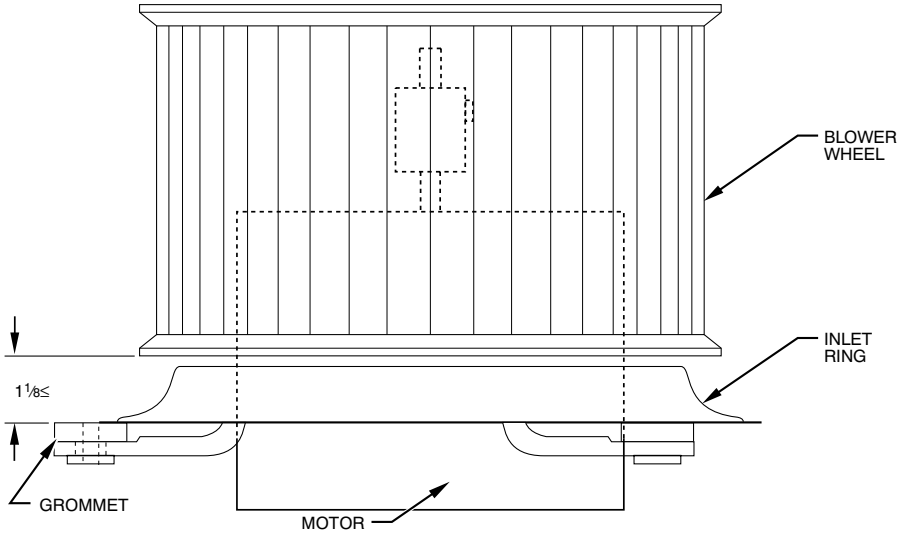

**Fig. 24 – Motor, Inlet Ring, and Blower Wheel Assembly**
**NOTE:** If previous shaft was not marked or if replacing previous motor, set blower wheel position by sliding blower wheel along motor shaft to 1-1/8-in. above rubber grommets (Fig. 24).